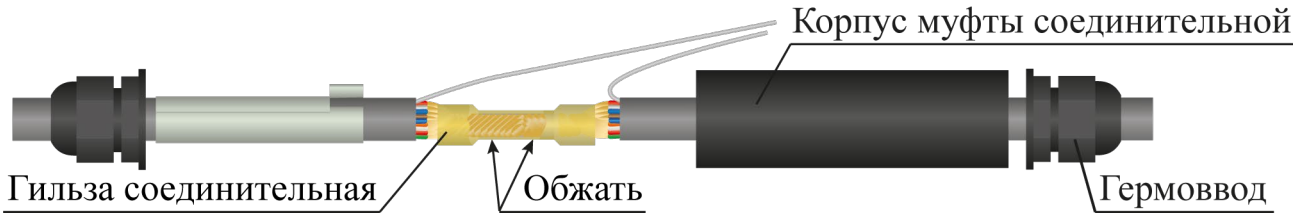

Рисунок 4.19
– взять гильзу соединительную, одеть её на зачищенную часть кабеля, обжать специальным инструментом (рекомендуется применять клещи обжимные) (рисунок 4.19);
– в ответное отверстие гильзы вставить зачищенные концы другого ремонтируемого кабеля. Гильзу обжать с помощью специального инструмента (рисунок 4.19);